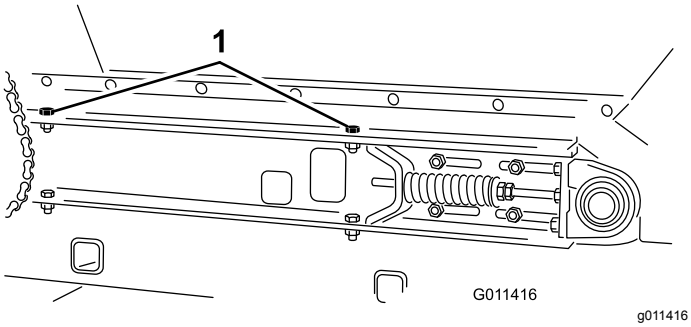

Figur 32
4. Fjern de to hodeskruene, skivene og mutterne som fester beholderen til skyveplanet på hver side av maskinen (Figur 32).